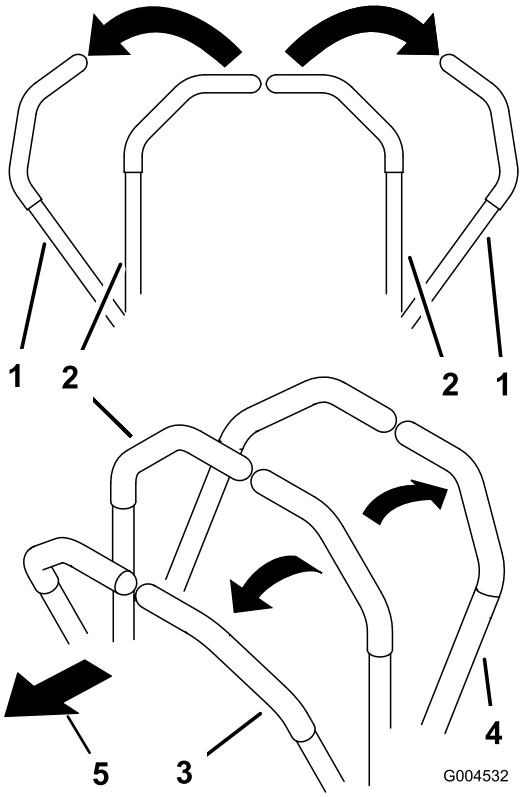

Figur 23
- Kør lige fremad ved langsomt at skubbe bevægelseshåndtagene fremad (Figur 23).
- For at bakke lige tilbage skal du langsomt trække bevægelseshåndtagene bagud (Figur 23).
- Hvis du skal dreje, skal du sænke maskinens hastighed ved at trække begge håndtag bagud og derefter skubbe fremad på det håndtag, der sidder i den modsatte side af den, som du vil dreje til (Figur 23).